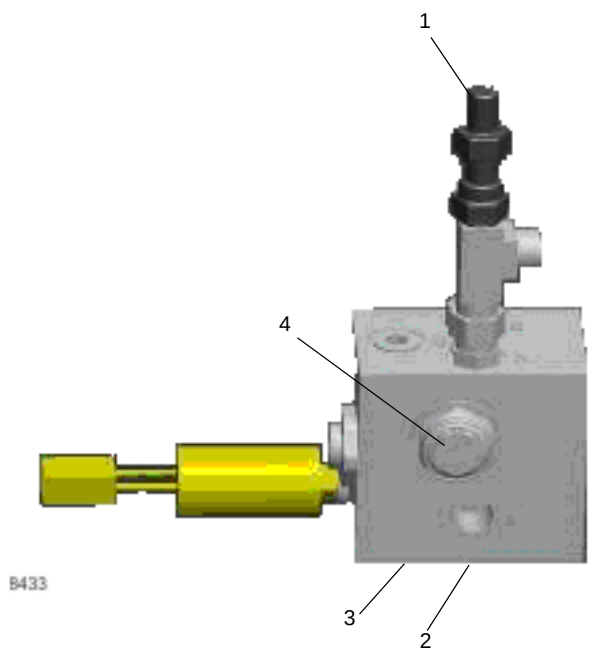

FIGURA 2-10
2. Instale um manômetro na entrada de teste de pressão “A1” da válvula de carga do acumulador duplo do freio de serviço (Figura 2-10).